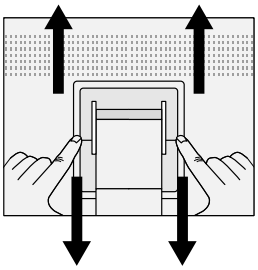

Рисунок S.2
4. Указательным пальцем нажмите на часть “▼” и одновременно сдвиньте нижнюю крышку подставки (**Рисунок S.2**).